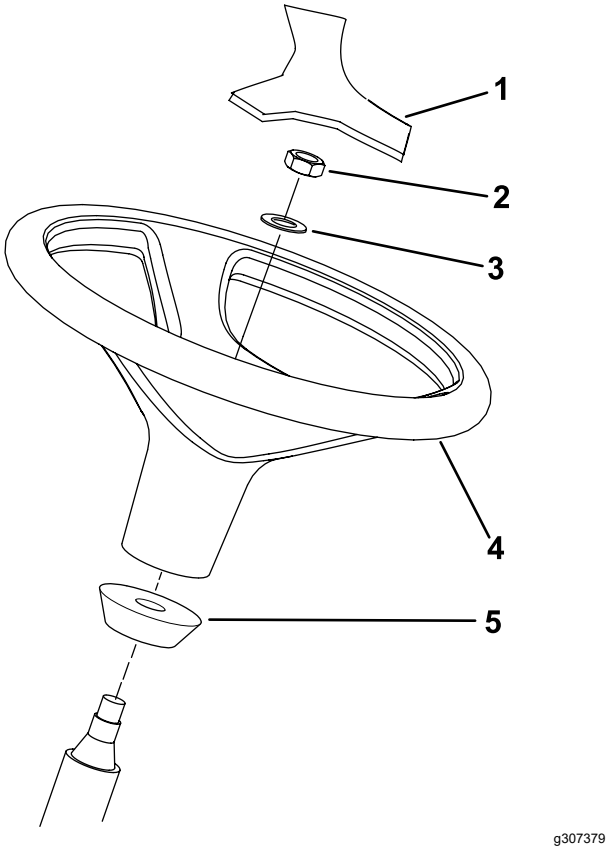

**Figura 13**
1. Rimuovete il volante dal supporto per il trasporto (Figura 13).
**Nota:** Accertatevi che il collare in schiuma rimanga sul piantone (Figura 13).
3. Collocate il volante e rondella sul piantone (Figura 13).
5. Montate il coperchietto sul volante (Figura 13).